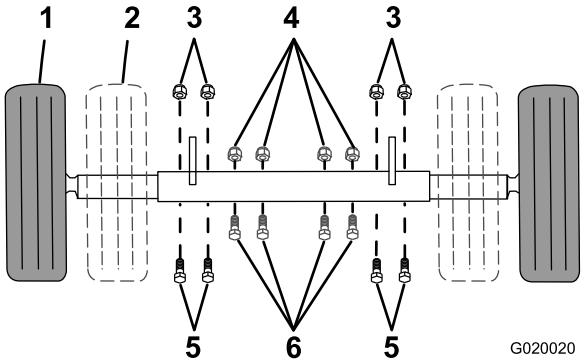

Figure 27
1. Point de soutien (2)
4. Retirez les boulons et les écrous qui fixent l'essieu intérieur à l'essieu extérieur (Figure 27).
- Faites glisser chaque côté de l'essieu vers l'intérieur à la position étroite (Figure 27).
- Faites glisser chaque côté de l'essieu vers l'extérieur à la position large (remorquage) (Figure 27).
7. Insérez les boulons dans les trous des essieux (Figure 27).